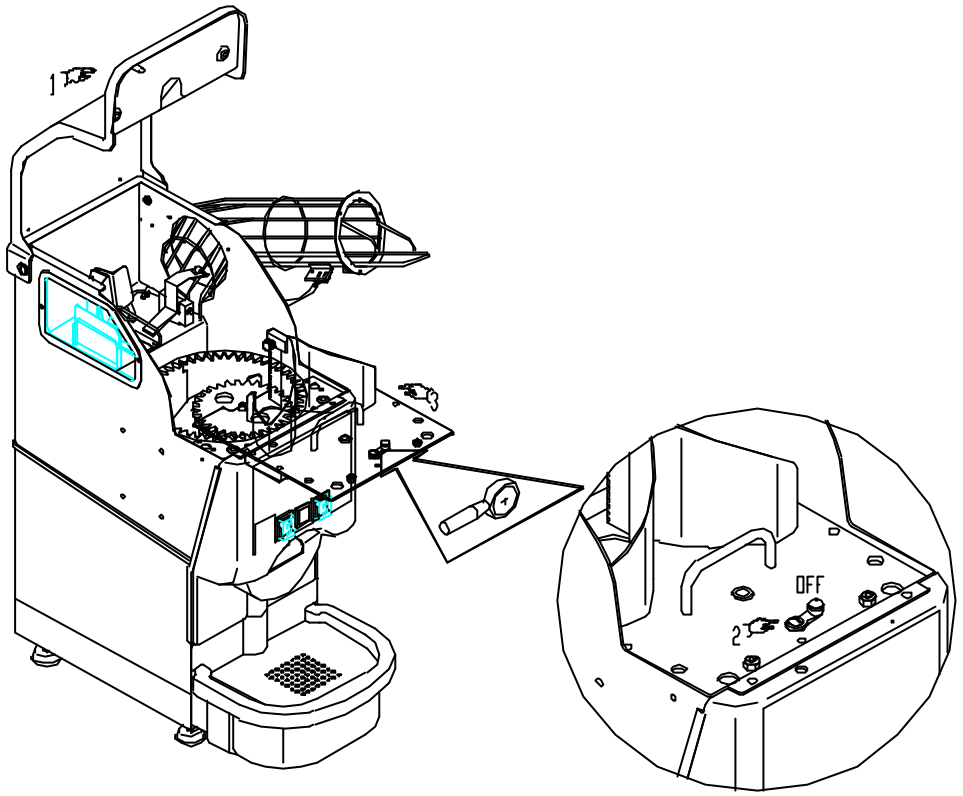

Fig.6.1
- agire sulle chiusure a farfalla *(Pos.1 Fig.6.1)* per sganciare il coperchio superiore e sollevarlo;
- posizionare la levetta di fissaggio della piastra porta coltello in posizione OFF *(Pos.2 Fig.6.1):*
- smontare la piastra porta coltello *(Pos.3 Fig.6.1)* impugnando l'apposita maniglia, sollevandone la parte anteriore e in contemporanea tirarla;